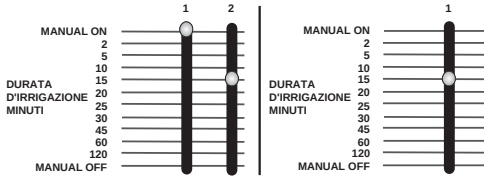

FIGURE 14: Manual Watering Station 1 Using the Slide Switch
- First move the watering duration slide switch to the **MANUAL ON** (fully up) position, then back to any duration position. For example, if you want to water a specific station for 15 minutes, push the slide switch to the **MANUAL ON** position then back to the 15 minute position **[See Figure 14.]**